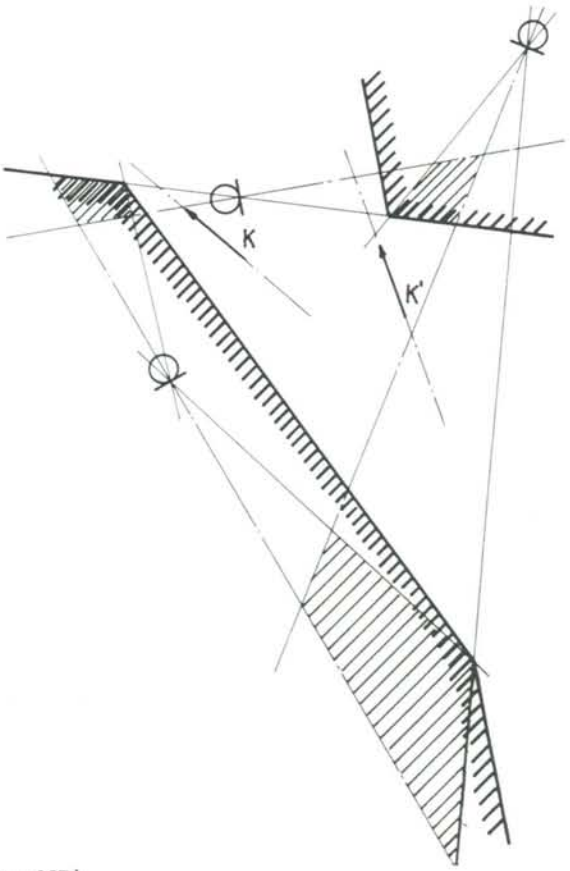

Figuur 157d.
6. Het gebied waardoorheen de positonerende kracht mag lopen is nu het gebied dat moet voldoen aan de voorwaarde onder 4. genoemd, maar de kracht mag tevens niet lopen door de drie hierboven vermelde vierhoeken. Er ontstaat een nieuwe en nauwere krachtentrechter waarbinnen de positionerende kracht moet blijven, zie figuur 157d.